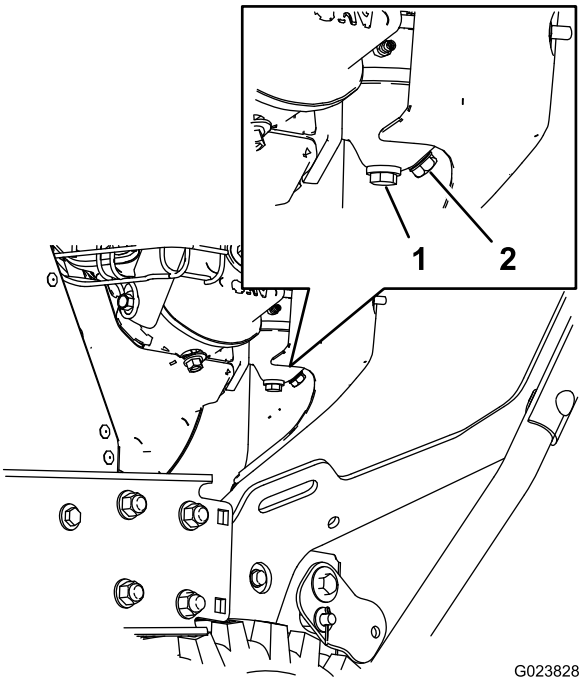

Rysunek 28
1. Zlokalizuj śrubę spustową znajdującą się w kanale z boku miski gaźnika (Rysunek 28).